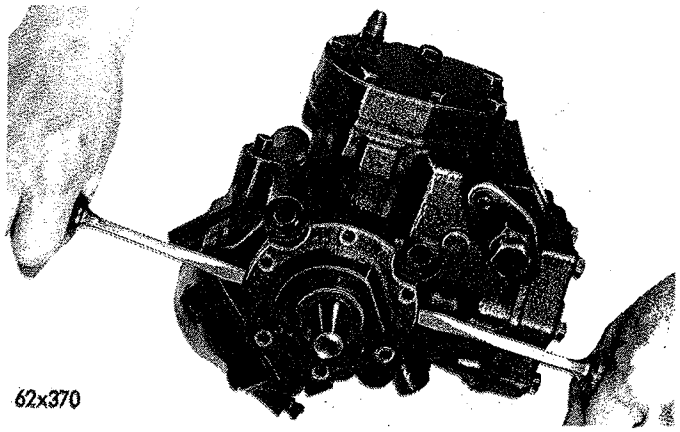

*Fig. 64—Removing the Crankshaft Bearing Housing*
(1) Remove crankshaft bearing housing seal bolts.
(2) Remove bearing housing from crankcase, using two screwdrivers inserted in the slots provided to pry housing from the case (Fig. 64).
(3) Remove crankshaft bearing housing gas seal seat plate from bearing housing. This is part of the gas seal replacement package and must be replaced when the gas seal assembly is replaced.